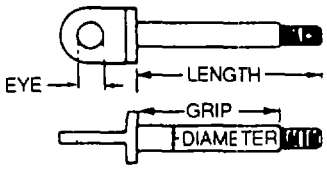

Figure 2-8. Eye Bolt
l. *Eye Bolts*. Eye bolts, as shown in figure 2-8, are used to carry external tension loads and for attachment of such devices as the clevis, cable shackle, or fork of a turnbuckle.